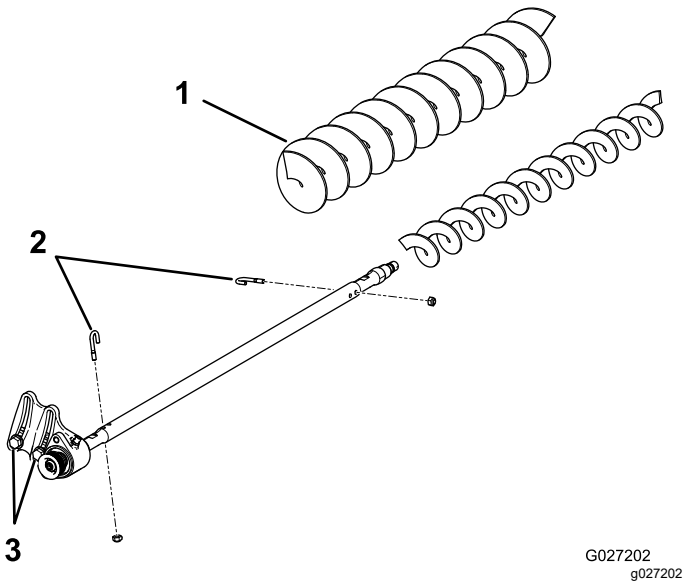

Rysunek 23
3. Odkręć 2 śruby J z nakrętkami (Rysunek 23).
4. Zsuń dotychczasową szczotkę z wałka szczotki (Rysunek 23).
5. Poluzuj 2 śruby z podkładkami i nakrętkami mocujące obudowę łożyska po stronie napędu do wspornika montażowego obudowy łożyska (Rysunek 23).
6. Nasuń szczotkę do koszenia wysokiego na wał szczotki (Rysunek 23).
7. Zamocuj szczotkę do wału za pomocą 2 wcześniej odkręconych śrub J z nakrętkami (Rysunek 23).